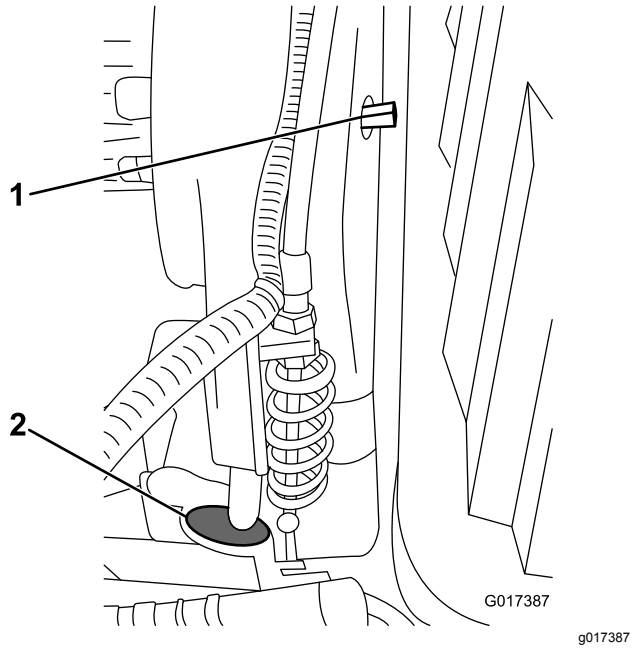
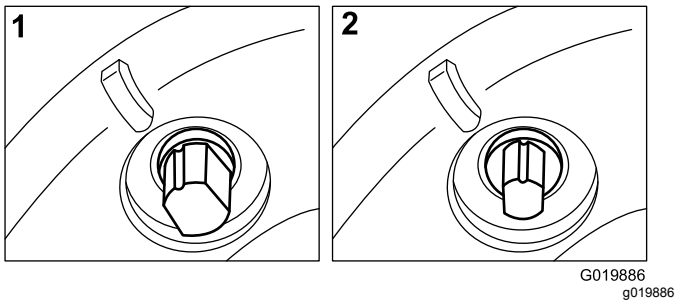

**Rysunek 49**
**Rysunek 50**
Wyjmij gumowy korek (Rysunek 49) z otworu w przedniej części przekładni, aby uzyskać dostęp do sprzęgła wirnika.
Pas przekładni jest napinany przez koło pasowe luźne z mechanizmem sprężynowym. Jeżeli konieczne jest naprężenie lub zwolnienie naprężenia pasa, użyj klucza 3/8 cala i za jego pomocą przekręć wał załączenia/odłączenia (Rysunek 49) w wymagane położenie. Obrócenie wału o 1/4 obrotu (90°) w prawo spowoduje odłączenie koła pasowego luźnego od pasa (Rysunek 50).
**Informacja:** Wyjmij gumowy korek (Rysunek 49) z otworu w przedniej części przekładni, aby zobaczyć sprzęgło wirnika.